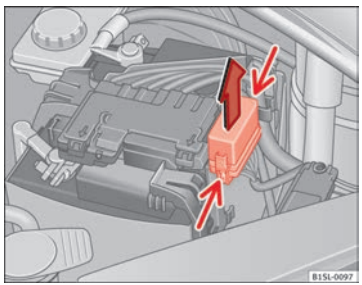

Fig. 151 Dans le compartiment moteur : cache du boîtier de fusibles.
- Appuyez sur les languettes de verrouillage dans le sens indiqué par la flèche (flèches fines) pour déverrouiller le cache de la boîte à fusibles ⇒ fig. 151.